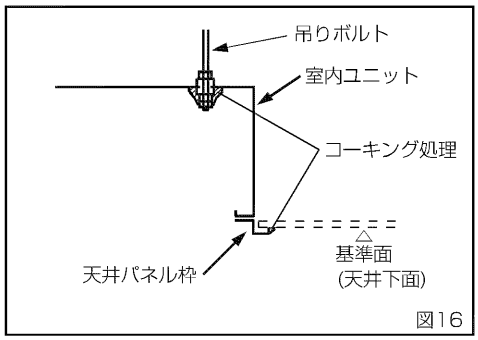

図16
⑤吊りボルト部をシール材でコーキング処理をしてください。（図16）
⑥室内ユニットにあるチェーンを点検扉に付けて、樹脂ワッシャー付トラスネジ（締付トルク 0.9～1.0N･m）で閉じてください。
⑦吹出パンチング板を樹脂ワッシャー付トラスネジ（締付トルク 0.25～0.3N･m）で取り付けてください。
⑧天井面と天井パネル枠の隙間をコーキング処理をしてください。（図16）